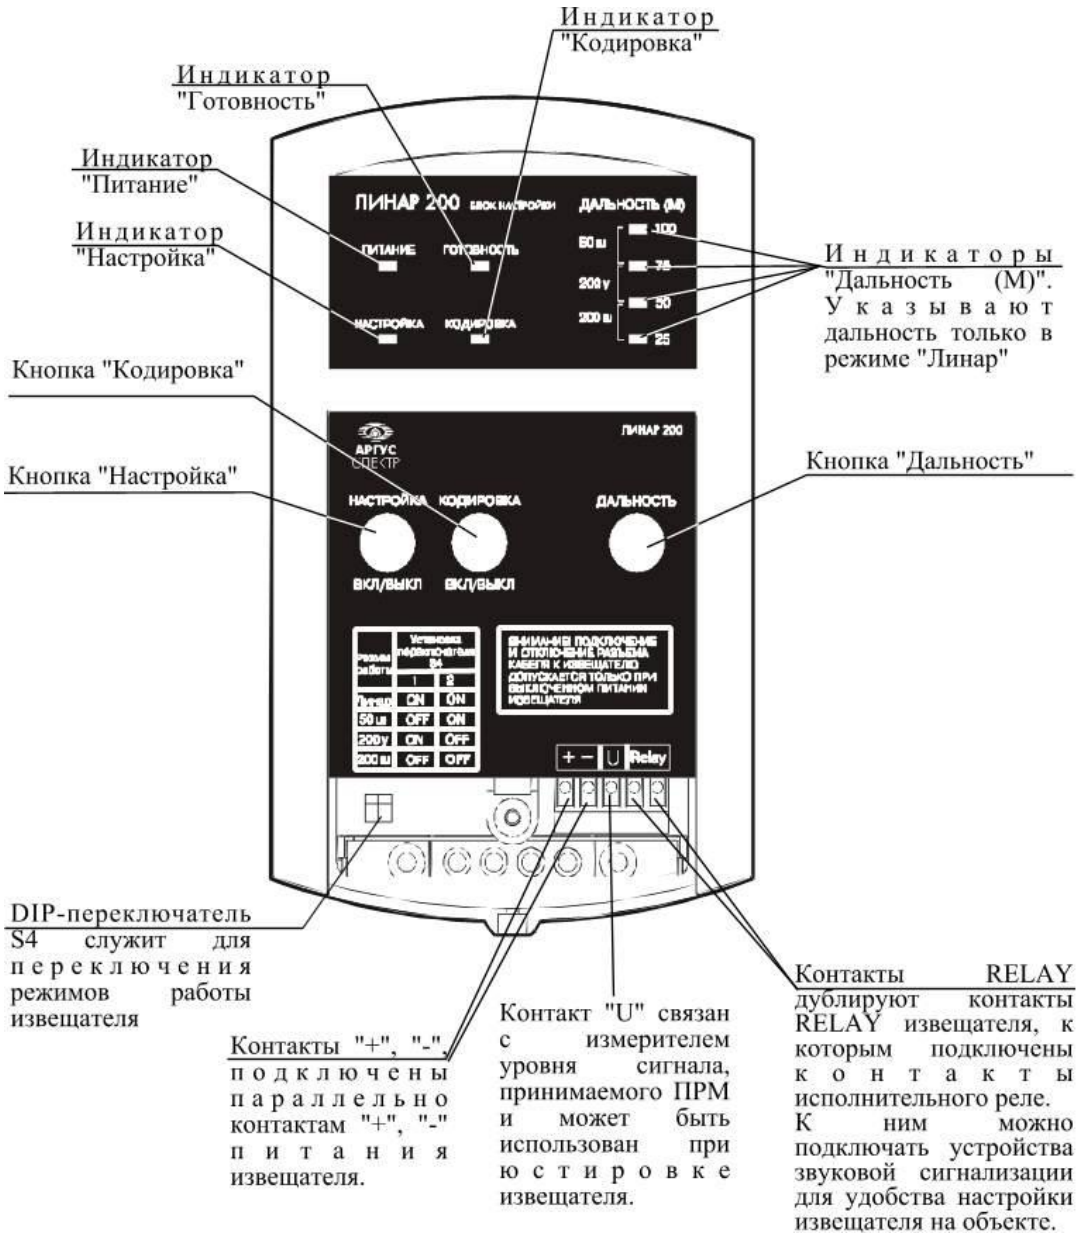

Рис. 3
Внешний вид БН (со снятой нижней крышкой) приведен на Рис. 3.
6. Подключить провода ШС к клеммам "RELAY" соединительной колодки (Рис. 3, стр. 14). При использовании защиты от несанкционированного вскрытия извещателя вне периода охраны, подключить отдельный шлейф контроля доступа к клеммам "TAMP"соединительной колодки.
Нажать кнопку "Настройка вкл/выкл" (Рис. 3, стр. 14). БН переведет ПРМ в режим "Настройка – Юстировка". Индикатор "Настройка" при этом включится. В этом режиме индикатор "Готовность" отображает уровень принимаемого сигнала, а индикатор "Кодировка" – необходимость операции кодирования.
С помощью переключателя S4 (Рис. 3, стр. 14) установить режим работы в соответствии с таблицей 3 (стр. 13). При установке извещателя вдоль поверхности земли на высоте, соответствующей требованиям, указанным в разделе 3.1 (стр. 15), в режиме "Линар" необходимо установить дальность. Для этого, последовательным нажатием кнопки "Дальность" включить необходимый индикатор, в соответствии с данными таблицы 5.
2. подключить к клеммам “–” и “U” блока настройки (Рис. 3, стр. 14) вольтметр постоянного напряжения (тестер) с точностью не менее 0,01 В в диапазоне от 0 до 2 В;